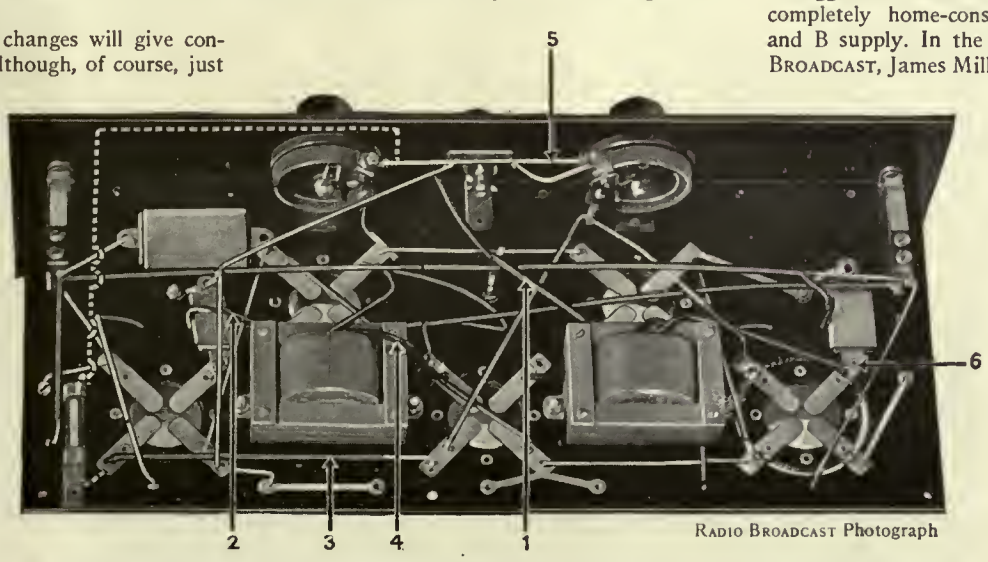
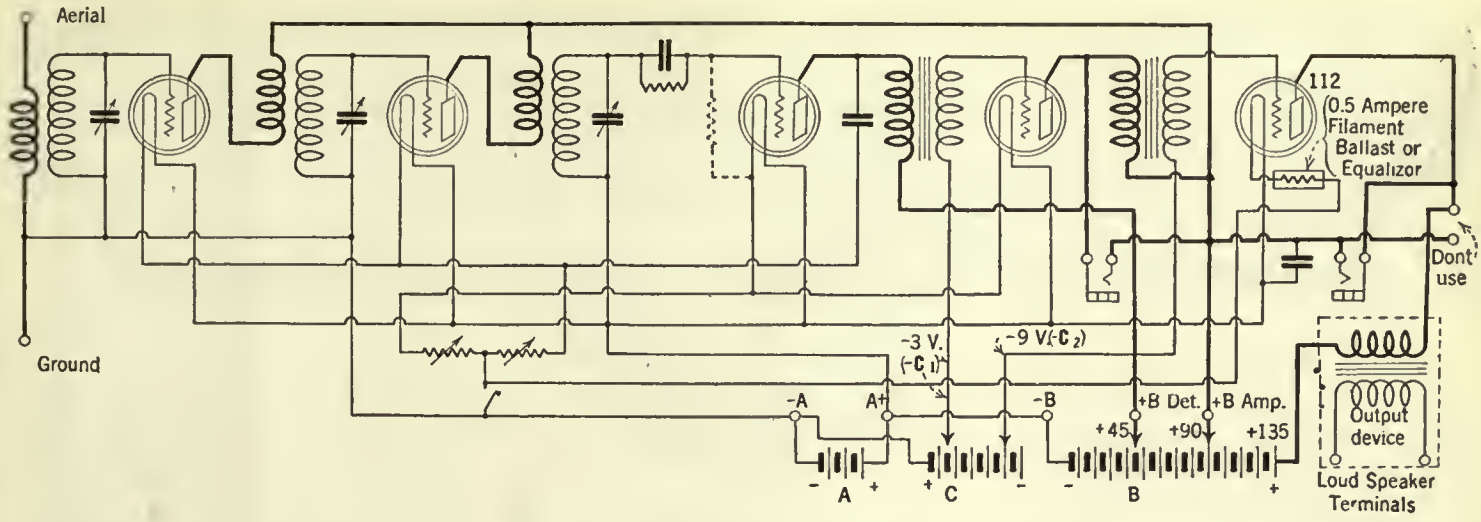

FIG. 1
FIG. 4
To install a power amplifier of the single-stage type, it is merely necessary to plug the input cord of the power amplifier into the jack marked "Phones" on the front panel of the Freshman receiver. When thus connected, the last audio stage in the set is replaced by the power amplifier. The − B, + B Det., and + B Amp. posts on the back of the power unit are connected to the corresponding posts on the receiver sub-panel. The tube should be removed from the last audio socket (left-hand rear socket) in the set. Slightly better results may often be obtained if the set is first removed from the cabinet and the wire marked 4 in Figs. 1 and 2, cut. This is the flexible lead from the plate prong of the first audio socket to the primary of the second audio transformer. The ends of the cut wire should be covered with tape in order to prevent them from touching any other bare wire or metal part, and thus causing a short-circuit.
The circuit diagram of the receiver before any changes are made. The arrows correspond to those in Fig. 1
removed from the cabinet, turn it upside down as shown in Fig. 1. The rear edge of the shelf should be supported so that the set will not rest on the coils.
The necessary changes are to add to the points numbered 5 and 6 in Figs. 1 and 2, leads of flexible rubber-covered wire. These two leads should be left several feet long since they must make connection to the power amplifier.
1. The grid return lead from the secondary of the first audio transformer should be cut at the point indicated by arrow No. 1 in Figs. 1 and 2 and a flexible lead soldered to this terminal of the transformer. This lead will supply C battery to the first stage and it is indicated as $-C_1$ in Figs. 4 and 5.
2. The grid return lead from the secondary of the second audio transformer should be cut at the point indicated by the arrow No. 2, and a flexible lead also soldered to this transformer terminal. This lead supplies C battery to the power tube. It is marked $-C_2$ in Figs. 4 and 5.
3. Completely remove the lead marked No. 3 in Figs. 1 and 2 by cutting it free at the socket prongs to which it connects.
4. Mount a filament ballast resistor (for a 0.5-ampere tube) and connect as indicated by the dash lines in Fig. 1, to the wire joining the two rheostats.
The B and C batteries shown in Fig. 4, are of correct value when the last, or power tube is of the 112 type and the other tubes are of the 201-A type. While the 112 is not capable of delivering to the loud speaker anything like the same amount of undistorted energy as the 171 power tube, it is to be recommended in preference to the 171 where B batteries are employed as the source of plate potential. The 171 requires a heavier plate current than the 112 and as a result is not so economical when operated from dry B batteries.
The new detector tubes, such as the 200-A type, the CeCo H, etc., will be found very advantageous in a number of cases. On signals of normal strength no difference is noticeable in volume when using one type or the other, but these new detector tubes are more sensitive to weak signals than the 201-A tubes and, as a result, will permit the reception of signals too weak to be understandable with the 201-A. The only change necessary in order to use one of the special detector tubes in the old model Freshman receiver is to increase the detector plate voltage and change the grid leak connection. By referring to Fig 4 the grid leak can be seen in its usual place, while the location of the leak when using a new detector is indicated in dotted lines. The easiest method of making this change is to purchase a grid leak and mount and fasten it to the sub-panel near the detector socket. One end connects to the grid and the other end connects to the negative filament terminal of the detector socket. The optimum plate voltage for a special detector tube must be found by trial during the reception of signals from a distant station and is frequently higher than that required for the 201-A tube. In the case of the CeCo H detector tube, as much as ninety volts may be necessary for the best results.